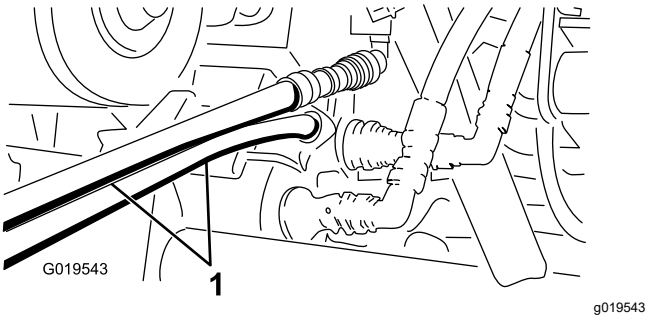

Figuur 77
5. Sluit de twee slangen op de andere machine aan op de koppeling die nog in de beugel van de koppeling zit (sluit de bovenste slang aan op de bovenste koppeling en de onderste slang op de onderste koppeling) (Figuur 77).